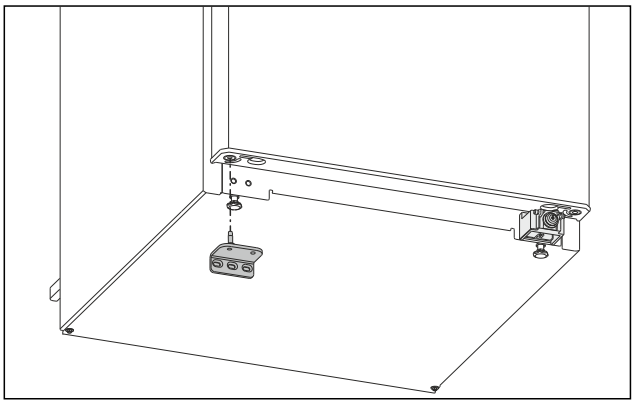

Fig. 23
▶ Montați suportul de lagăr inferior pe partea opusă. (vezi Fig. 23)